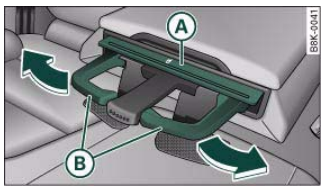

Fig. 97 Cup holder in rear armrest
– Press the symbol (A) ⇒ fig. 97.